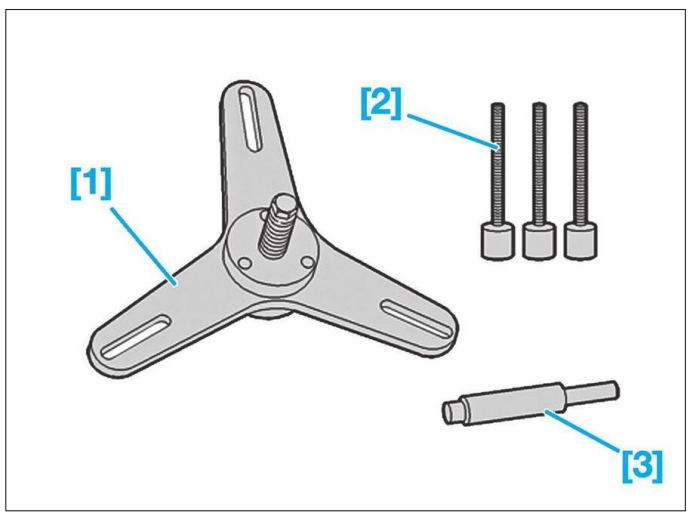

**Fig. 1**
- [1] Compresseur de mécanisme d'embrayage (réf. 0217.A) **(Fig.1)**.